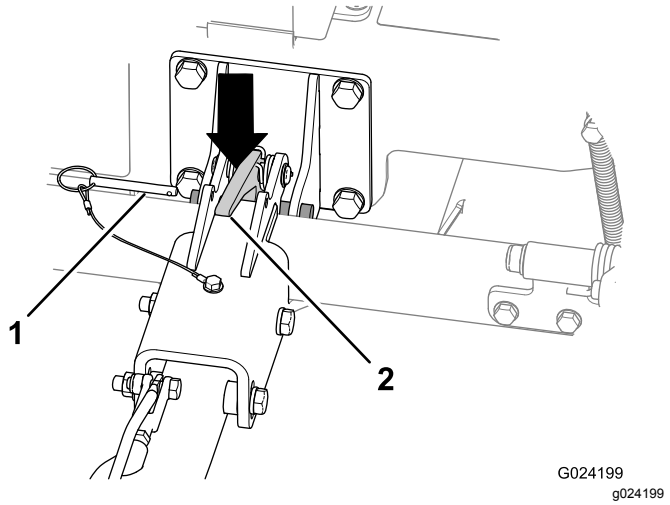

**Figura 21**
2. Retire o pino de bloqueio (Figura 21).
4. Empurre o trinco do engate para desengatar o engate (Figura 21).